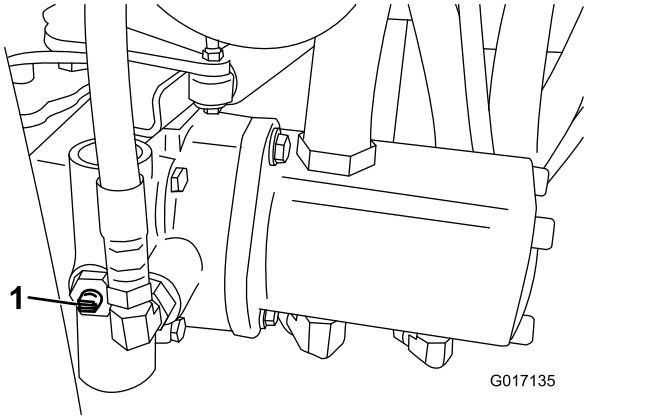

Figur 32
1. Lokalisera överströmningsventilen på pumpen och vrid den så att skåran är lodrät (Figur 32).
2. Stäng överströmningsventilen genom att vrida den så att skåran är vågrät (Figur 32) innan du startar motorn. Starta inte motorn när ventilen är öppen.